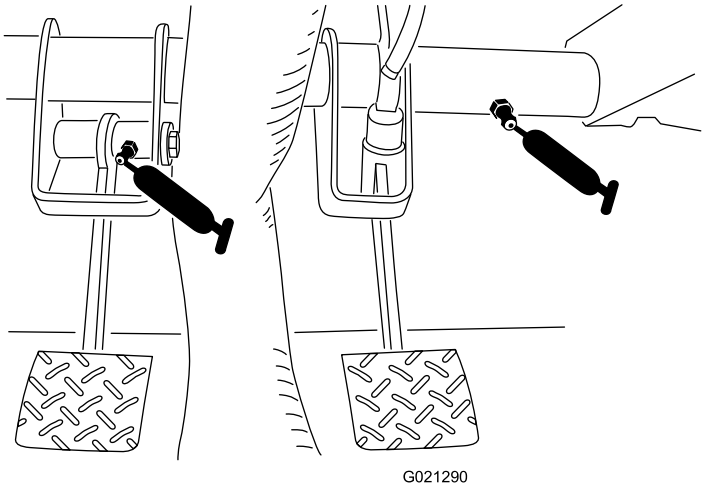

Figur 38
- Clutch (1) og bremse (1) (Figur 38)